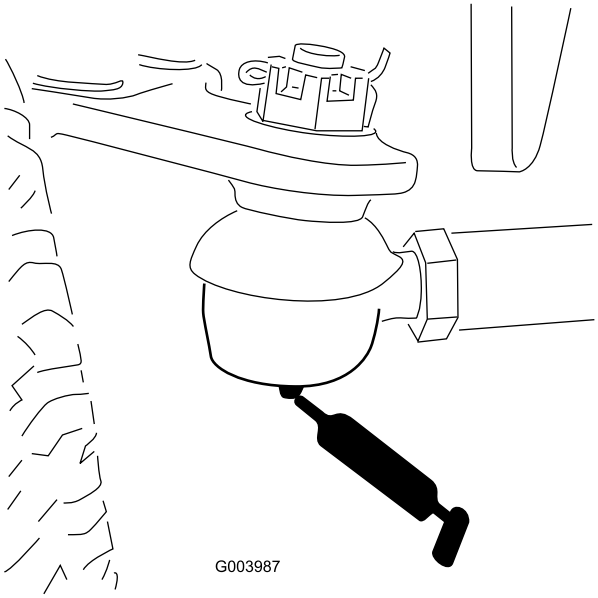

Figur 48
- Bakakselens parallellstag (2) (Figur 48)